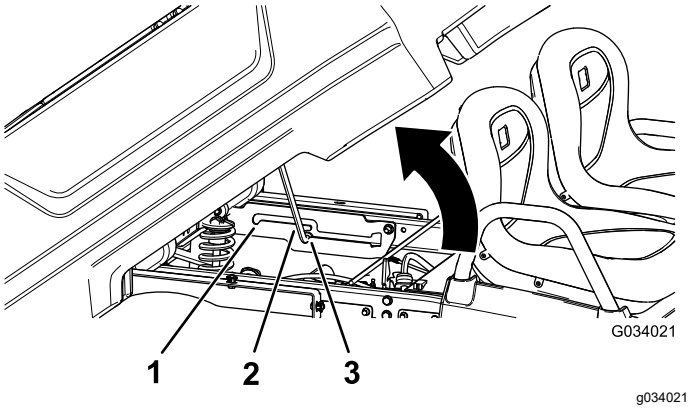

**Figuur 14**
2. Zet de steunstang in de borgsleuf van de stortstand om de laadbak vast te zetten in de stortstand (Figuur 14).
2. Trek de steunstang in de borgsleuf van de onderhoudsstand om de laadbak vast te zetten voor onderhoud (Figuur 14).
2. Neem de steunstang uit de palopening (Figuur 14).